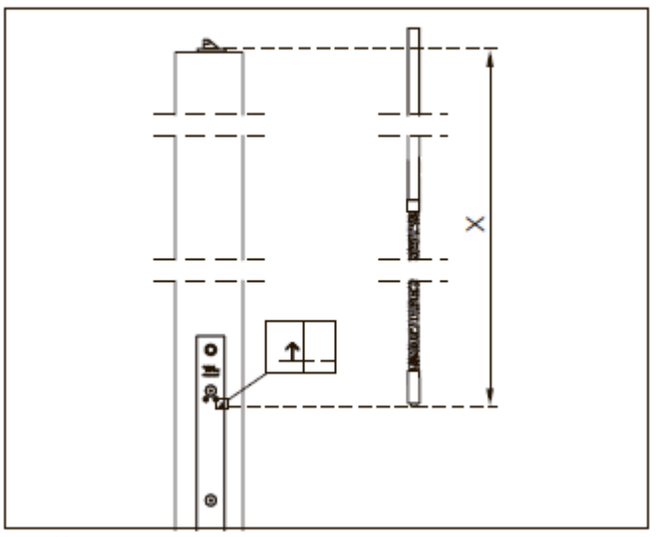

Рис. 42 Определение длины верхнего шпингалета
3. Определите и отметьте длину верхнего шпингалета (рис. 42).